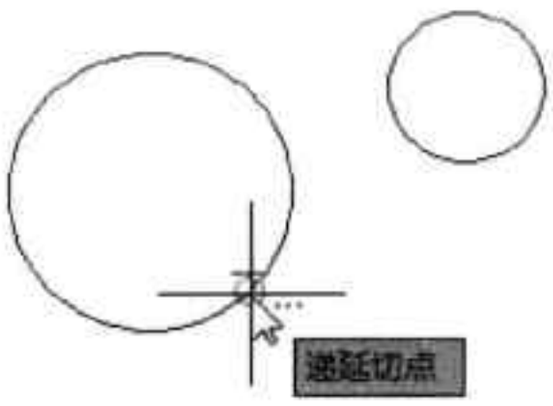

图5-31 捕捉第一切点
- 相切、相切、半径：该模式是通过先指定两个相切对象，然后指定半径值进行绘制。在使用该命令时，所选的对象必须是圆或圆弧曲线，第一个点为第一组曲线上的切点，如图5-31、5-32、5-33所示。